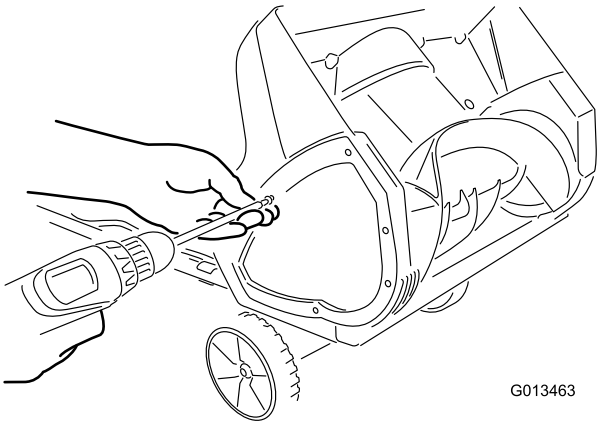

Figur 15
1. Fjern skruene som fester den høyre sideplaten til maskinrammen (Figur 15).